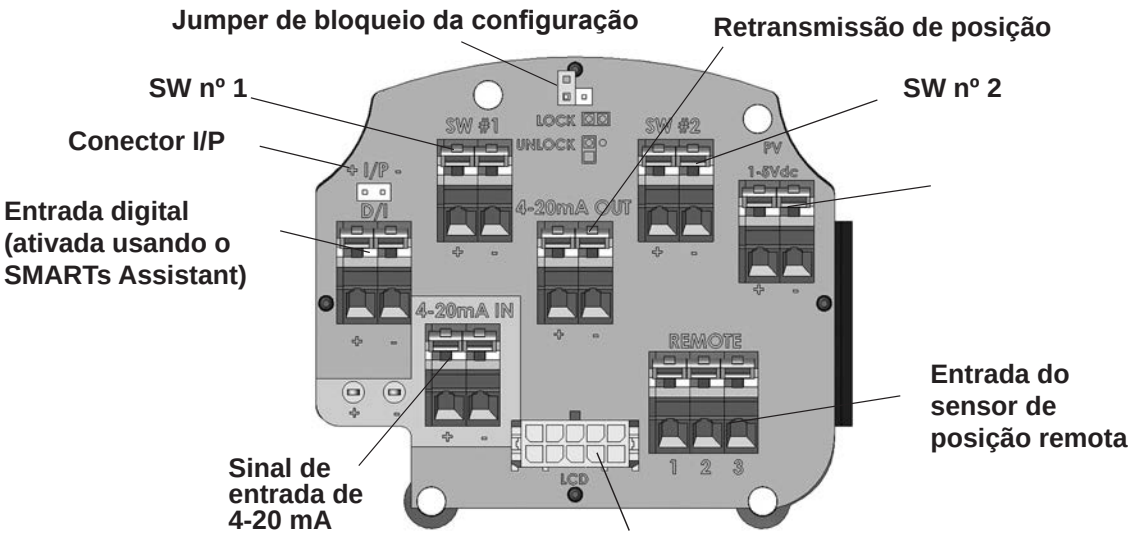

Figura 31 - Conexões ao módulo eletrônico (via Placa de terminais)
2. Conecte os terminais +/- da saída de 4-20 mA ao sinal de entrada de retransmissão de posição: + para + e - para -. Consulte a *Figura 31* na página 64.
2. Localize o bloco de terminais correto no painel de terminais (consulte a *Figura 31* na página 64).
1. Solte os quatro (4) parafusos da tampa e remova a tampa do SVI II AP
2. Conecte os terminais +/- do SVI II AP à fonte de corrente. Conecte + a + e - a - (*Figura 31* na página 64).
Segurança adicional é obtida usando o jumper de bloqueio de configuração de hardware mostrado na Figura 31 na página 64. Quando definido para a posição segura, por meio de um curto-circuito do conector de dois pinos, a configuração e a calibração não são possíveis usando a interface local ou qualquer ferramenta de comunicação HART®. Os botões de pressão, o ValVue e dispositivos portáteis estão bloqueados, exceto para examinar a configuração, a calibração e a posição. Isso é semelhante ao Nível de Segurança 1 mostrado na tabela Nível de Segurança de Bloqueio de Botão.